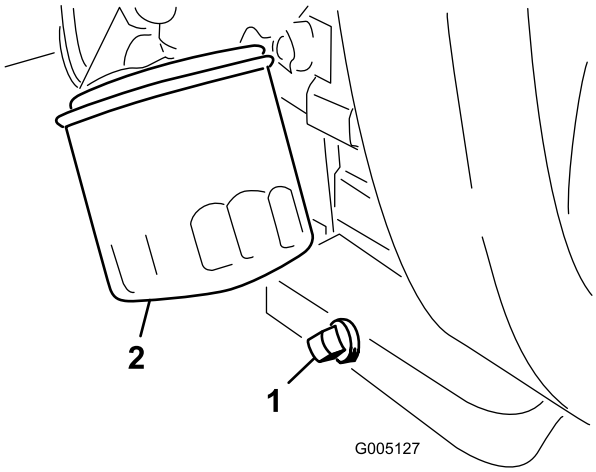

Figur 44
1. Fjern tappepluggen (Figur 44), og la oljen renne ned i et tappefat. Når oljen slutter å renne, setter du tappepluggen på igjen.
2. Ta av oljefilteret (Figur 44). Stryk et tynt lag med ren olje på den nye filterpakningen.